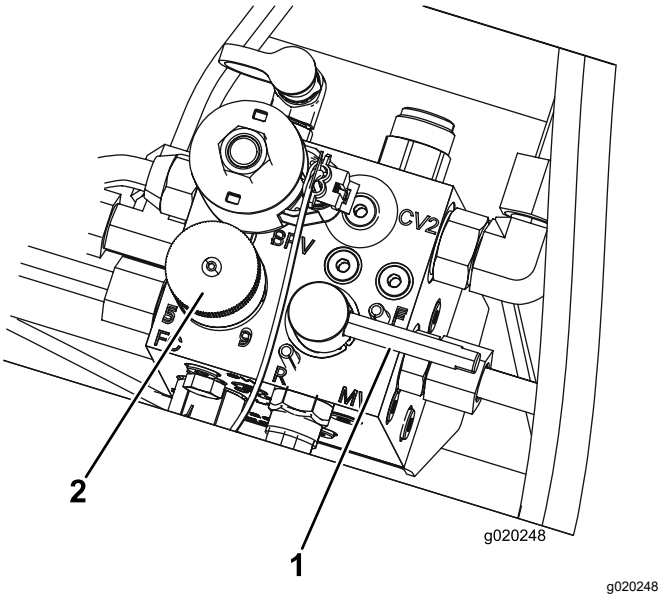

Figur 85
5. Ställ in cylinderns hastighetsreglage till läge 1 (Figur 85).
6. Flytta slipningsspaken till läge R (slipning) (Figur 85).